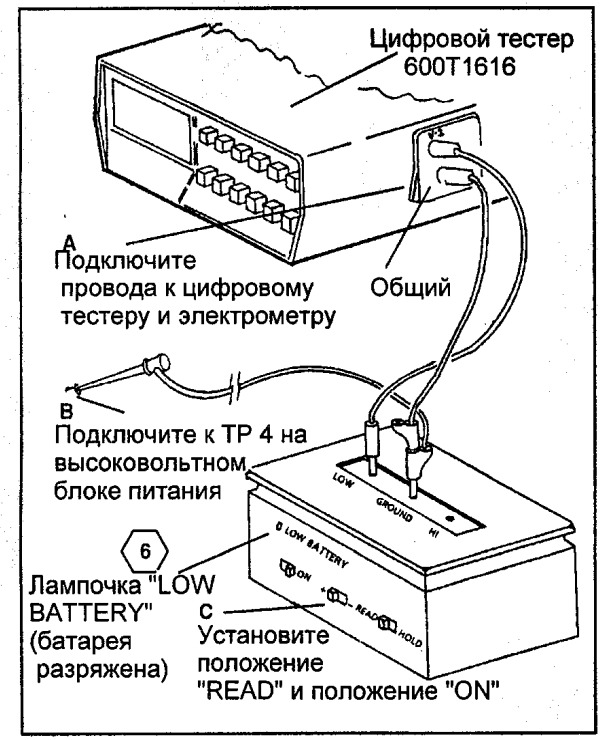

Рис. 6 Подключение электрометра
13. (РИС. 6): СОЕДИНИТЕ ЦИФРОВОЙ ТЕСТЕР С ЭЛЕКТРОМЕТРОМ.